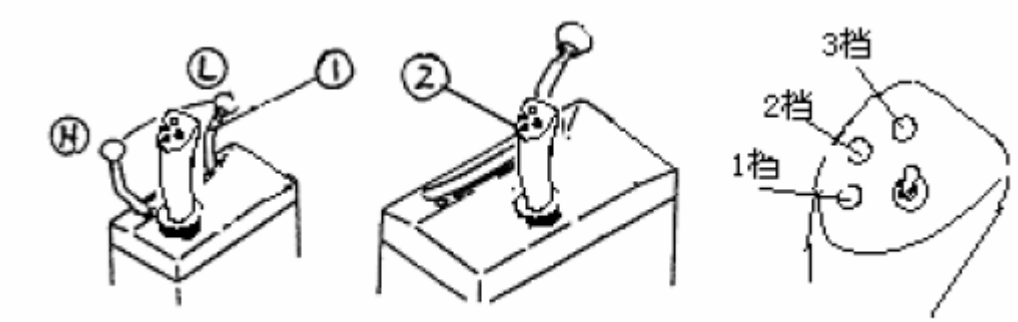

Рисунок 1-7 Рисунок 1-8 Рисунок 1-9
1.4.1.1.Рычаг управления подачи топлива (рисунок 1-7)